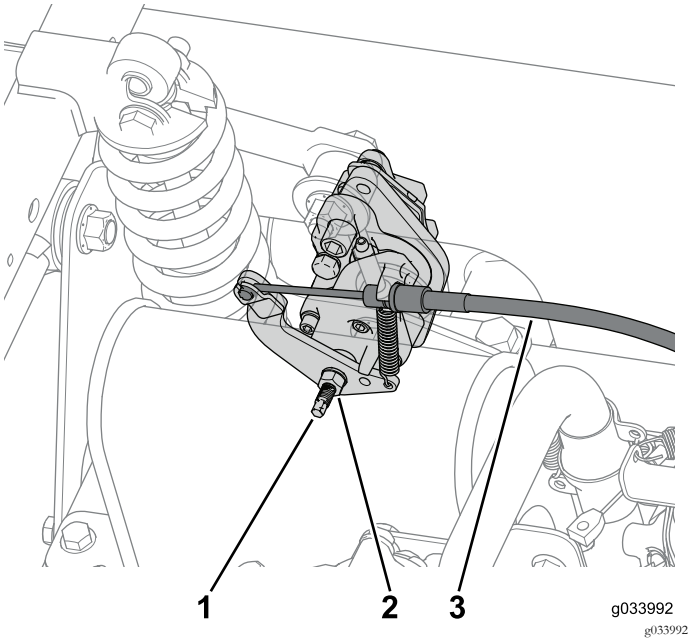

Figuur 8
1. Zet de contramoer los en draai de stelschroef van de beide achterste remklauwen 2 slagen linksom (Figuur 8).
2. Koppel de parkeerremkabel los van de beide achterste remklauwen (Figuur 8).